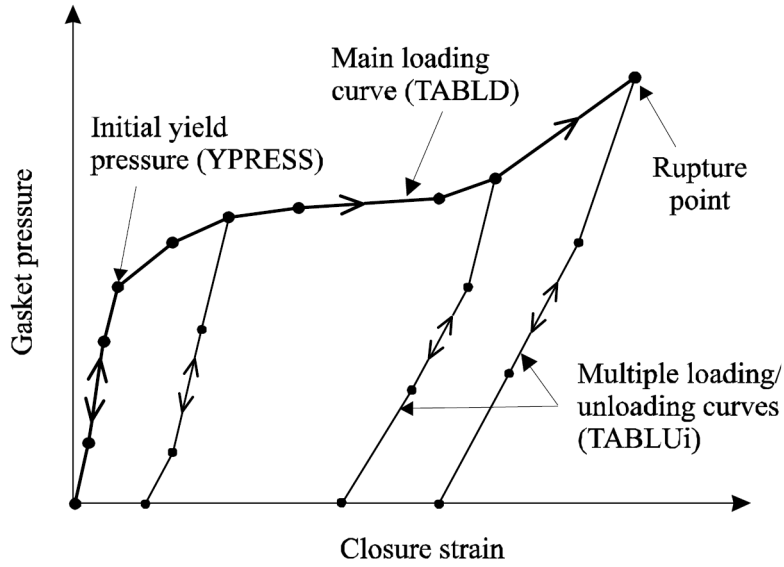

Figure 15-2. Pressure-Closure Relationship for a Gasket Material
3. All unloading curves must have the same number of points as the elastic portion of the loading curve (i.e., up to the initial yield pressure). The first point must be defined at pressure=0.0 and the last point must coincide with a yield point on the loading curve. Not all yield points require unloading curves. The unloading behavior at intermediate points is interpolated from adjacent curves. See Figure 15-2.